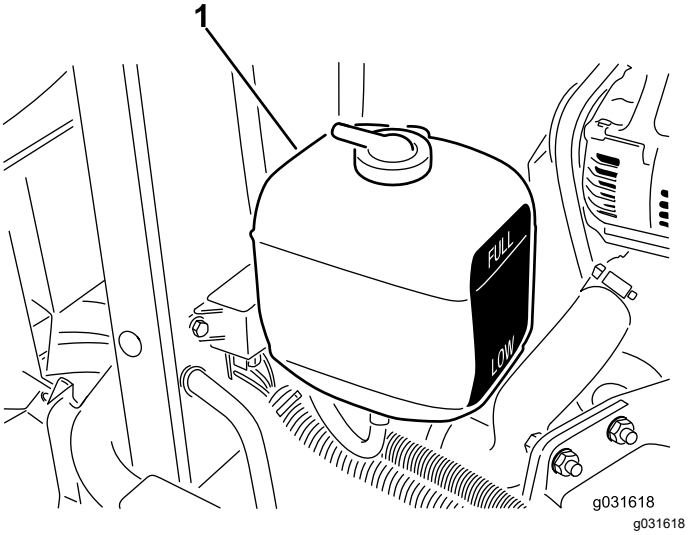

Figura 58
1. Controllate il livello del refrigerante nel serbatoio di espansione (Figura 58).